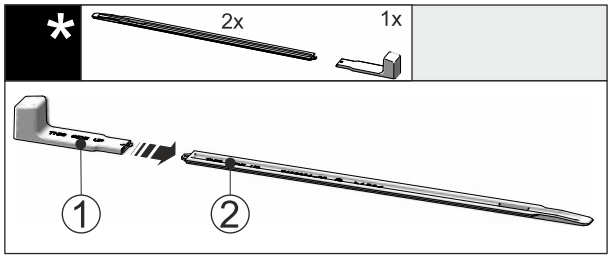

Fig. 51
▶ Dugja rá a szerelőfogantyút *Fig. 51 (1)* a szintezősínre *Fig. 51 (2)*.